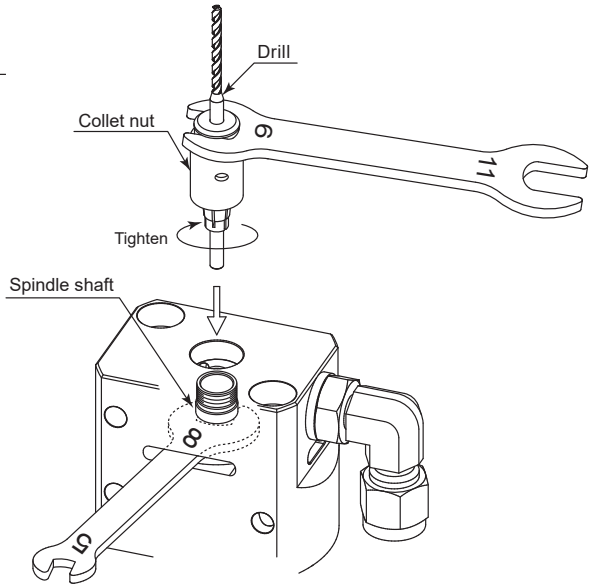

Fig. 6
(2) Insert the drill into the collet, and attach the drill and the collet nut to the spindle shaft.(Fig. 6)
(3) Place the provided 8mm wrench on the wrench flats of the spindle shaft.